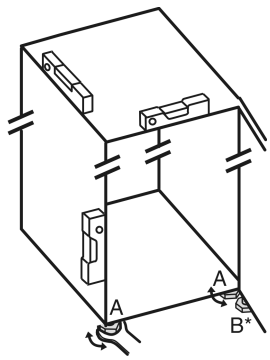

Fig. 19
▶ Выкрутите регулируемые опоры *Fig. 19 (A)* при помощи входящего в комплект поставки рожкового ключа и, используя уровень, выставьте устройство прочно и ровно по горизонтали.
▶ Выверните регулируемую опору *Fig. 19 (B)* на нижнем опорном кронштейне при помощи входящего в комплект поставки рожкового ключа до ее соприкосновения с полом.
▶ Поверните регулируемую опору *Fig. 19 (B)* еще максимум на 90°, чтобы предотвратить повреждение двери.